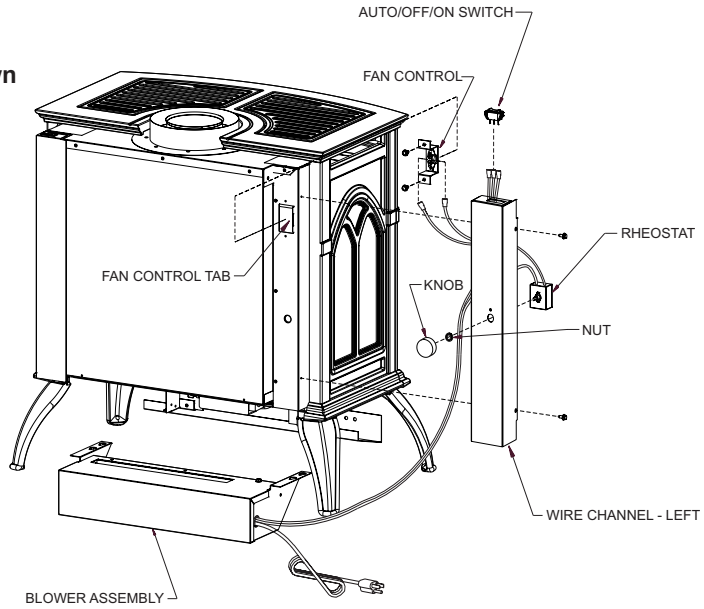

Figure 1
13. Bend the fan control tab, located on the left side of the back of the unit, inward toward the unit. See Figure 1. Be sure tab is bent at least 90 degrees to allow fan control bracket to slide into slot.
14. Attach fan control with bracket onto rear cover with two (2) 10 x 1/2" screws provided in hardware package.